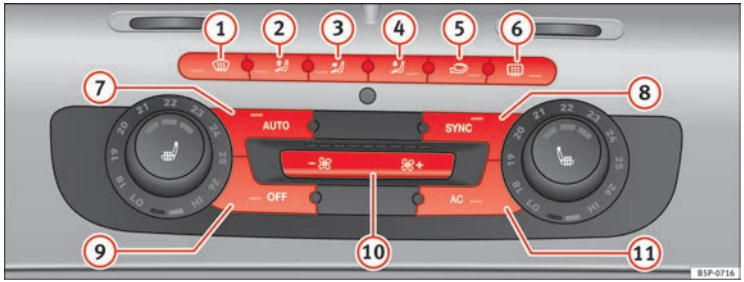

Fig. 129 On the dash panel: 2C Climatronic controls
– Turn the temperature control knobs ⇒ Fig. 129 to adjust the temperature on the left hand side or the right hand side respectively.
– Press AUTO ⇒ Fig. 129. “AUTO High” is shown on the radio display (high fan speed).
– Press AUTO again ⇒ Fig. 129. “AUTO Low” is shown on the radio display (low fan speed).